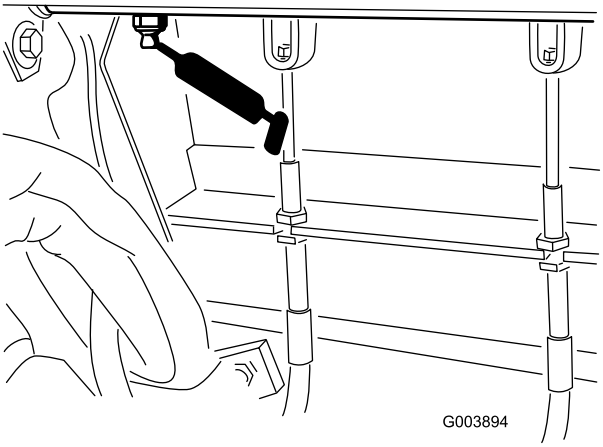

Figur 47
- En nippel på bromspedalen (Figur 47).